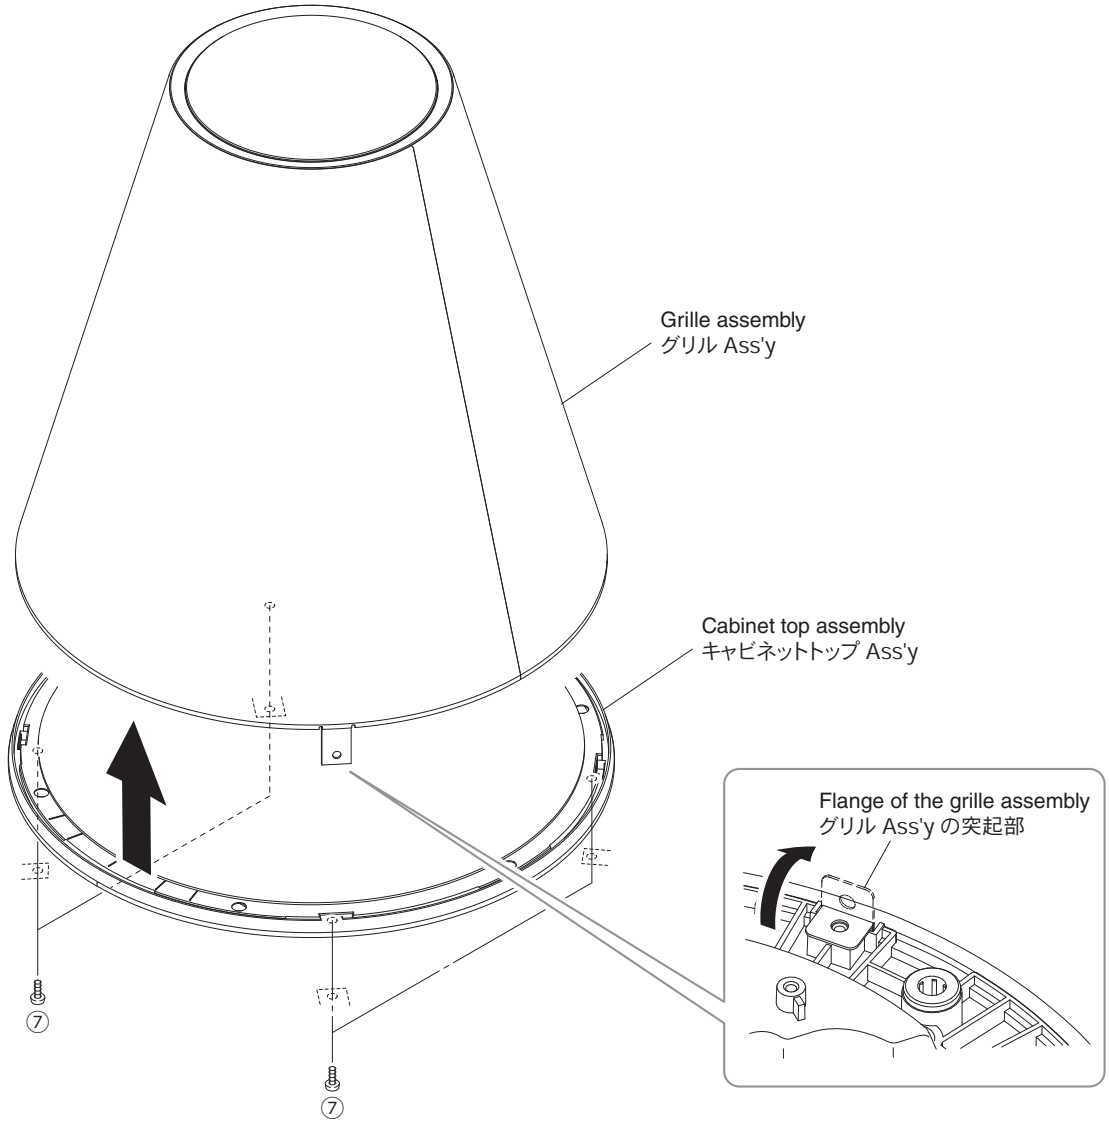

Fig. 5
5. Removal of Grille Assembly (Fig. 5)
a. Remove 4 screws (⑦).
5. グリル Ass'y の外し方（Fig. 5）